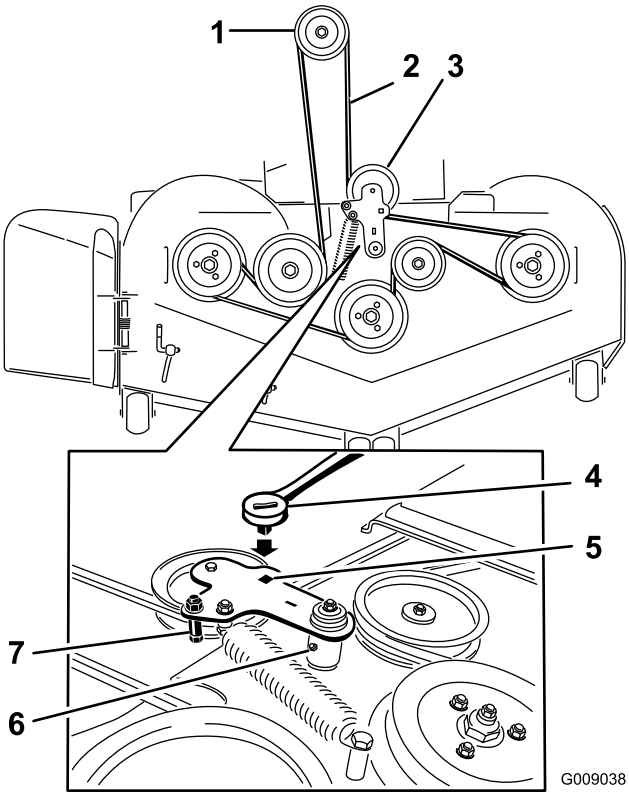

Figur 76
7. Bruk en skralle i det firkantede hullet i lederullarmen for å redusere spenningen på blindfjæren (Figur 76).
9. Fjern remføreren på den fjærbelastede lederullarmen som vist i Figur 76.
11. Monter den nye remmen rundt knivremskivene og clutchremskiven under motoren (Figur 76).
12. Monter remføreren på lederullarmen som vist i Figur 76.
13. Bruk skrallen i det firkantede hullet for å installere blindfjæren (Figur 76).